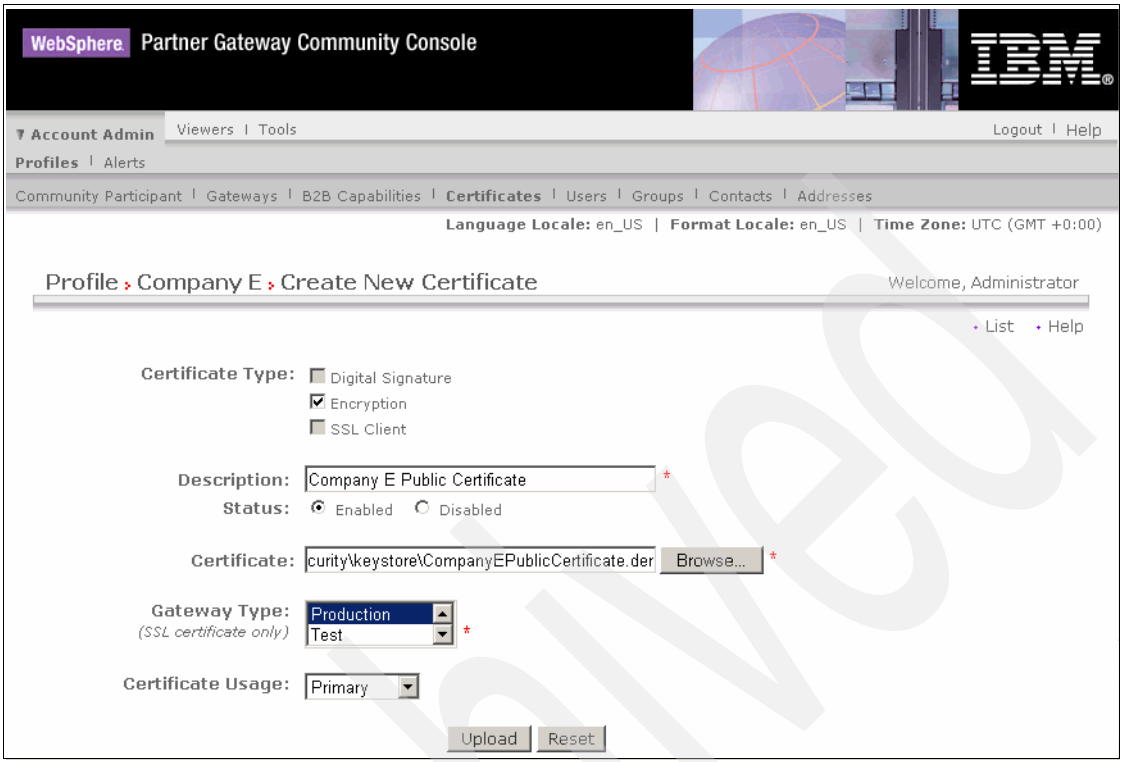

Figure 8-17 Uploading the certificate to the server of our partner
4. In the Create New Certificate panel (Figure 8-17 on page 222), complete the following tasks: